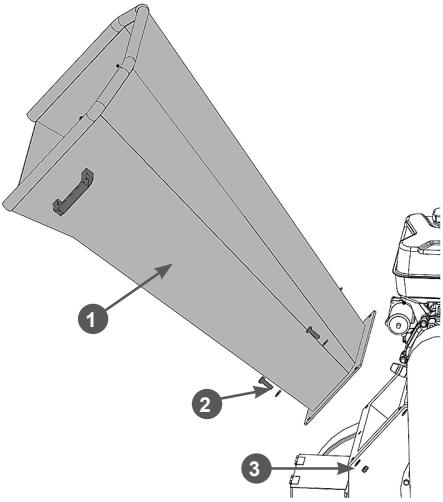

Рис. 11 Установка загрузочной воронки
10. Установите загрузочную воронку на фланец корпуса измельчителя и закрепите её с помощью болтов М10х30, шайб и гаек М10 (Рис. 11). После этого соедините разъёмы цепи аварийного выключателя 5 (Рис. 2) зажигания (разъём проводов от выключателя на загрузочной воронке и разъём проводов от двигателя.